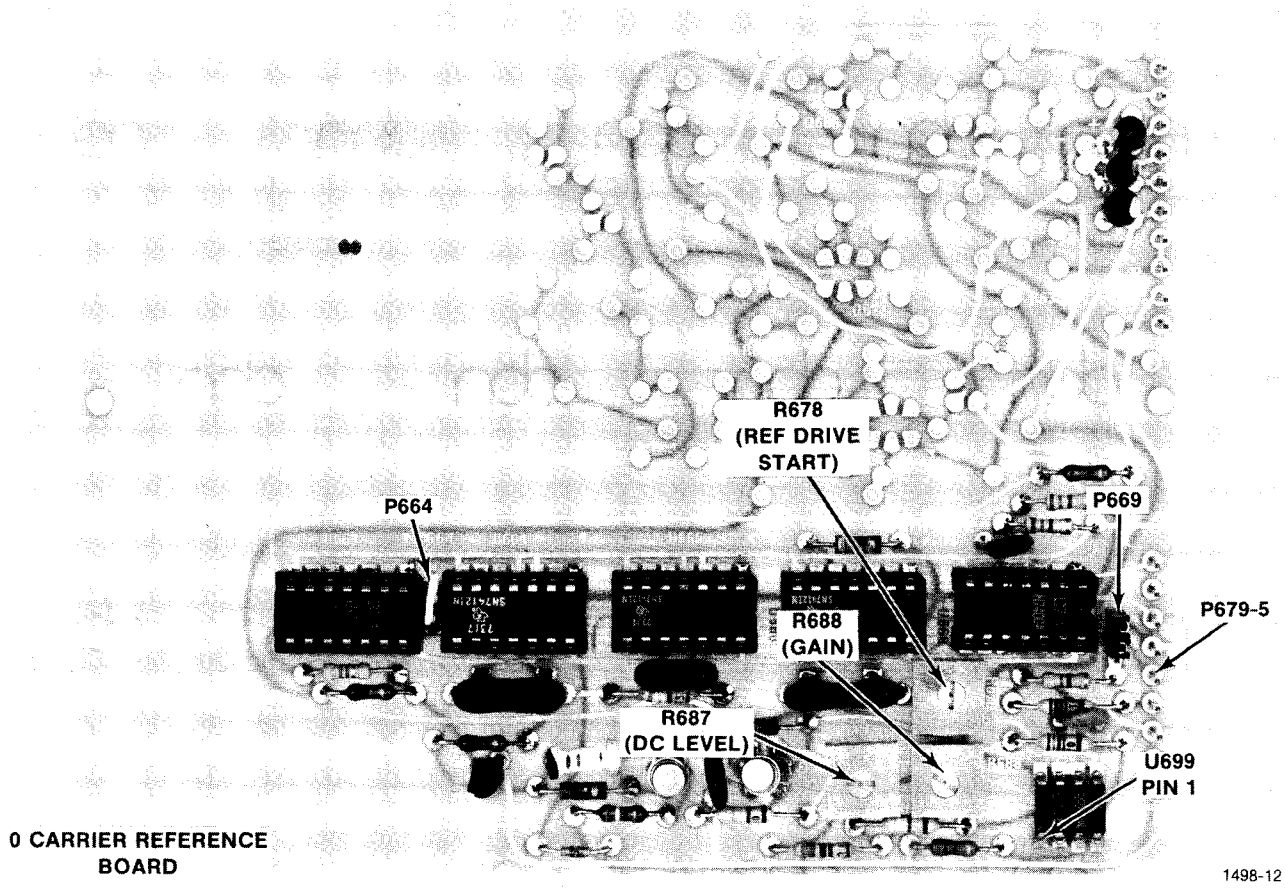
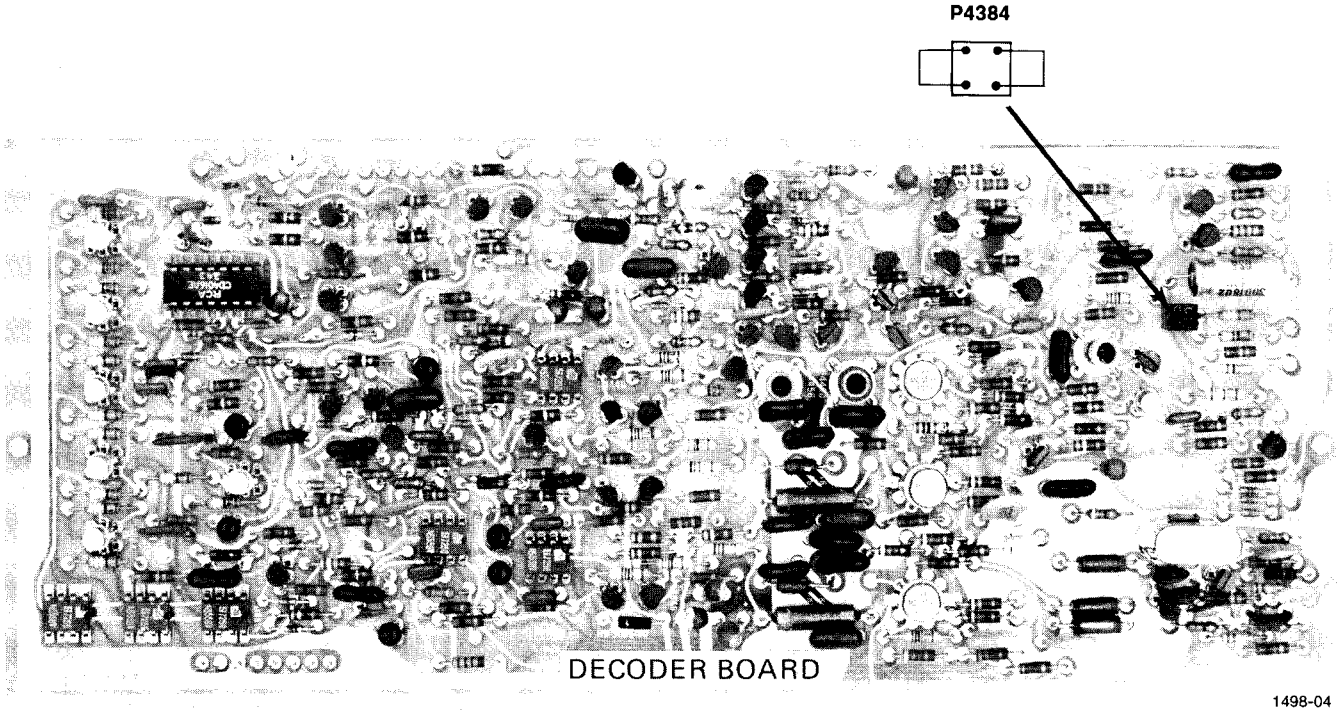

Fig. 5-10. 0-Carrier Reference adjustment locations.
Fig. 5-11. P4384 connected for External Correction Input operation.
Locations of P664 and P669 are shown in Fig. 5-10. Location of P4384 is shown in Fig. 5-11.
b. Connect the 10X probe from the test oscilloscope vertical input to P679-5 on the 1440 0-Carrier Reference board. (See Fig. 5-10.) Set the test oscilloscope deflection factor to .5 V/div (includes 10X attenuation of the probe).
a. Connect plug-jumper P669 to pins 1 and 2 (see Fig. 5-10). Connect a 10X probe from the test oscilloscope Ch 1 to plug-jumper P664. Connect another 10X probe from the test oscilloscope Ch 2 to P679-8.
a. Connect a 10X probe from the test oscilloscope Ch 1 to U699 pin 1, on the 0-Carrier Reference board (see Fig. 5-10).